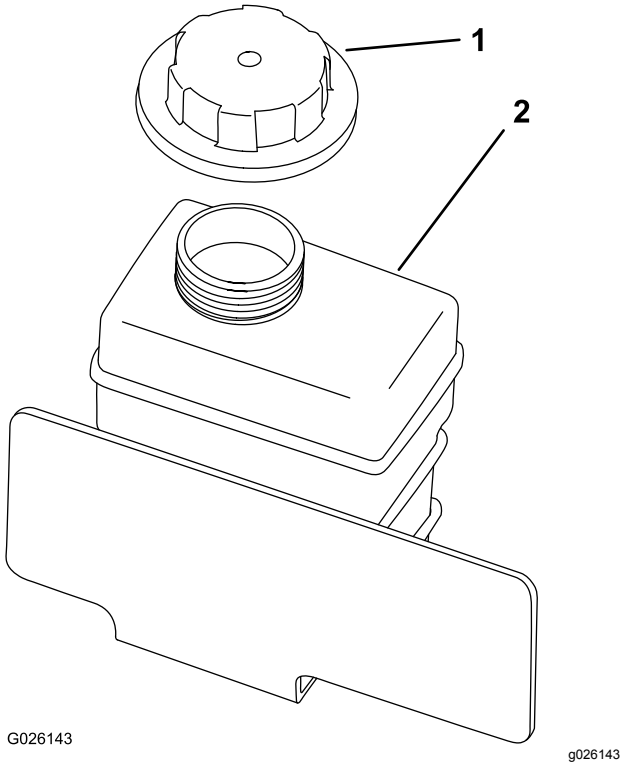

**Bild 55**
8. Füllen Sie das Kühlmittelüberlaufgefäß langsam, bis der Stand an der Unterkante des Füllstutzens liegt (Bild 55).
9. Setzen Sie den Deckel des Überlaufgefäßes auf (Bild 55).